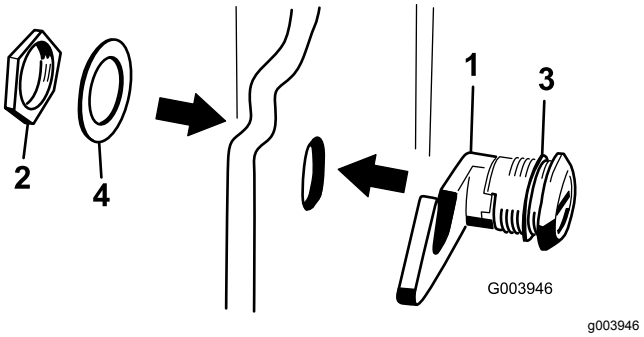

**Figur 18**
3. Demontera muttern från motorhuvsspärren (Figur 18).